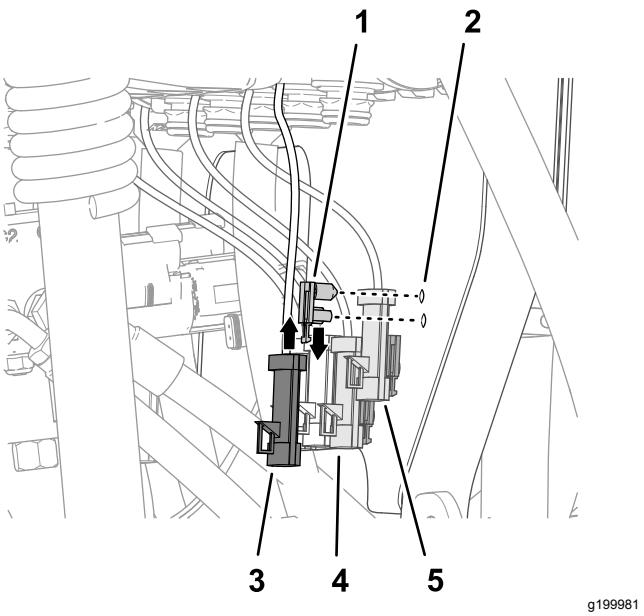

Figur 115
1. Monter stikforankringens skubbefastgørelsesanordninger i ventilbeslagets huller (Figur 115).